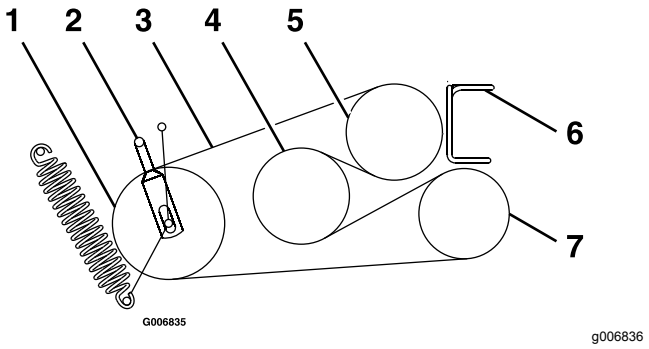

Figure 55
6. Desserrez les guides de courroie **A** et **B** (Figure 55).
8. Installez les courroies neuves sur les poulies, comme montré à la Figure 55.